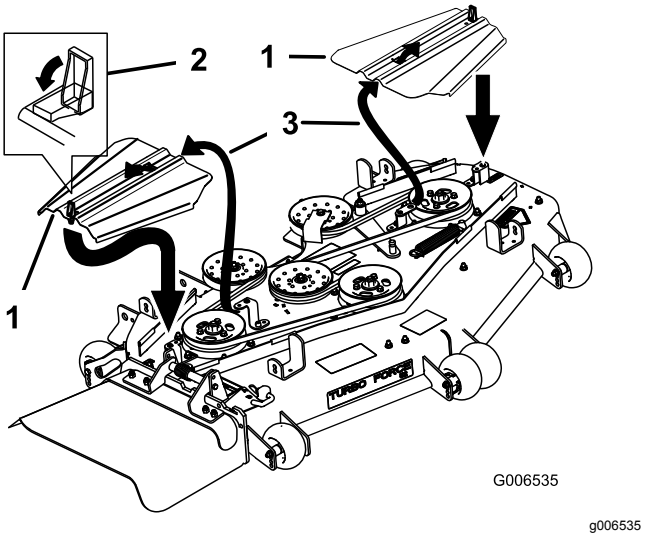

**Figuur 89**
12. Schuif de aandrijfriemkappen in de lippen, monteer de bouten en zet de sluitingen vast (Figuur 89).